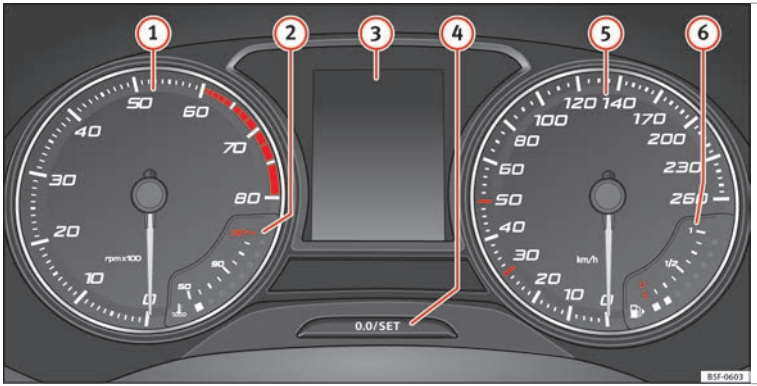

Fig. 110 Instrument panel, on dash panel
Details of the instruments ››› **Fig. 110**:
The rev counter indicates the number of engine revolutions per minute ››› Fig. 110 (1).
Never allow the rev counter needle (1) ››› Fig. 110 to go into the red zone on the scale for more than a very brief period, otherwise there is a risk of engine damage.
A variety of information can be viewed on the instrument panel display ››› Fig. 110 (3) depending on the vehicle equipment:
- Briefly press the button ››› Fig. 110 (4) to reset the trip recorder to 0.
- Keep the button (4) pressed for about 3 seconds and the previous value will be displayed.
- To set the time, keep the button ››› Fig. 110 (4) pressed for more than 3 seconds to select the hour or minute display.
- To continue setting the time, press the upper or lower part of the button (4). Hold button down to scroll through the numbers quickly.
- Press the button (4) again in order to finish setting the time.
Hold the button ››› Fig. 110 (4) down for more than 15 seconds to display the identifying letters of the vehicle engine (MKB). To do this, the ignition must be switched on and the engine switched off.
The coolant temperature gauge (2) ››› **Fig. 110** only works when the ignition is switched on. In order to avoid engine damage, please read the following notes for the different temperature ranges.